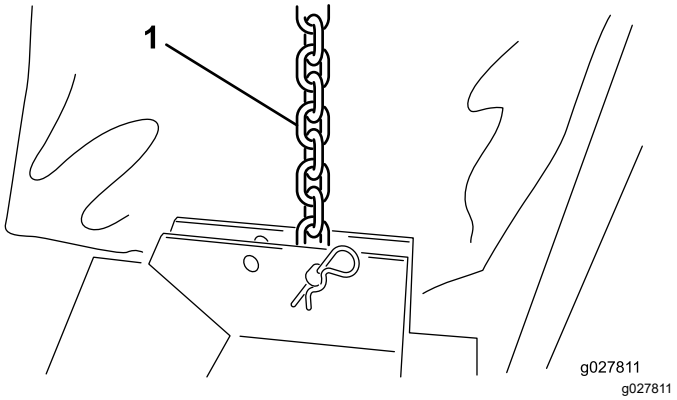

Bild 3
3. Schließen Sie jede Hubkette mit einem Lastösenbolzen und einem Splint an der zugehörigen Mähwerkhalterung an (Bild 3).